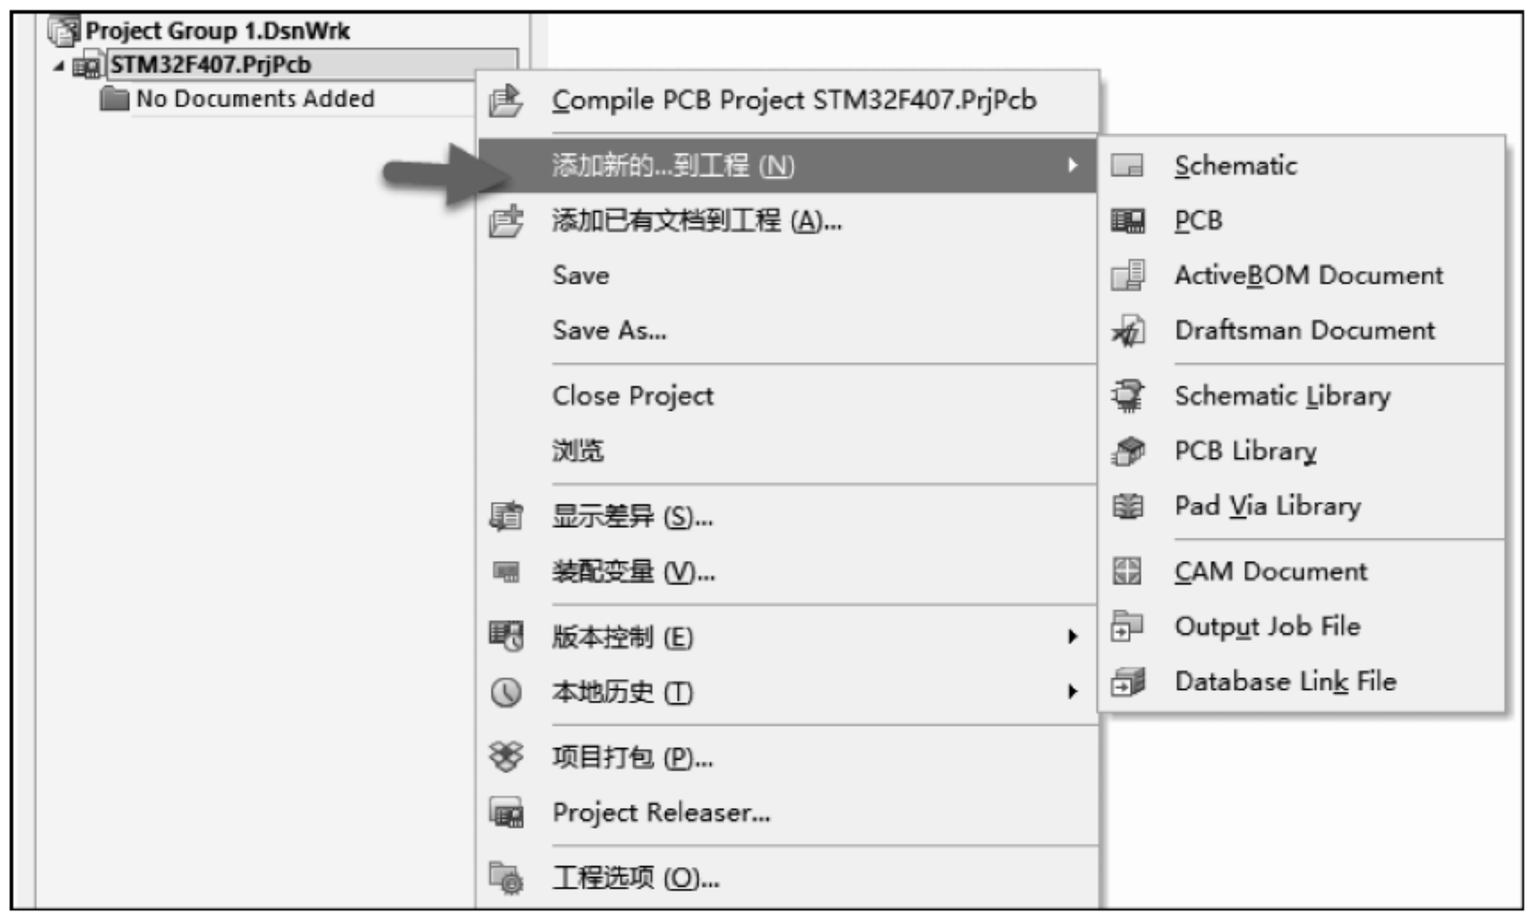
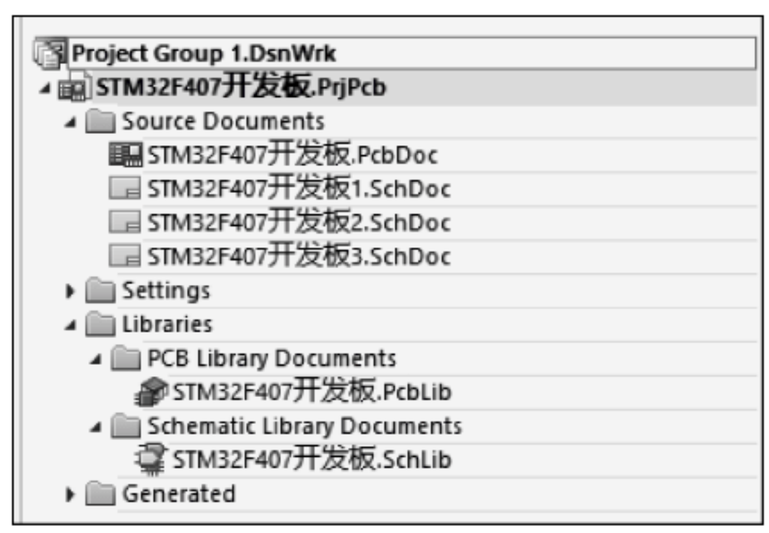

图 6-3　添加所需文件
图 6-4　创建好的工程文件
(2) 在 STM32F407.PrjPcb 工程文件上右击，从弹出的快捷菜单中执行“添加新的...到工程”命令，选择需要添加的原理图文件、PCB 文件和库文件，如图 6-3 所示。完整的工程文件如图 6-4 所示。